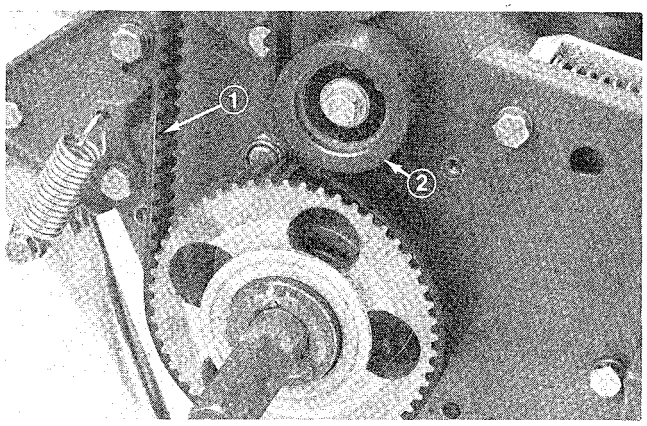

Figure 31
**Traction Drive belt (Fig. 31)**